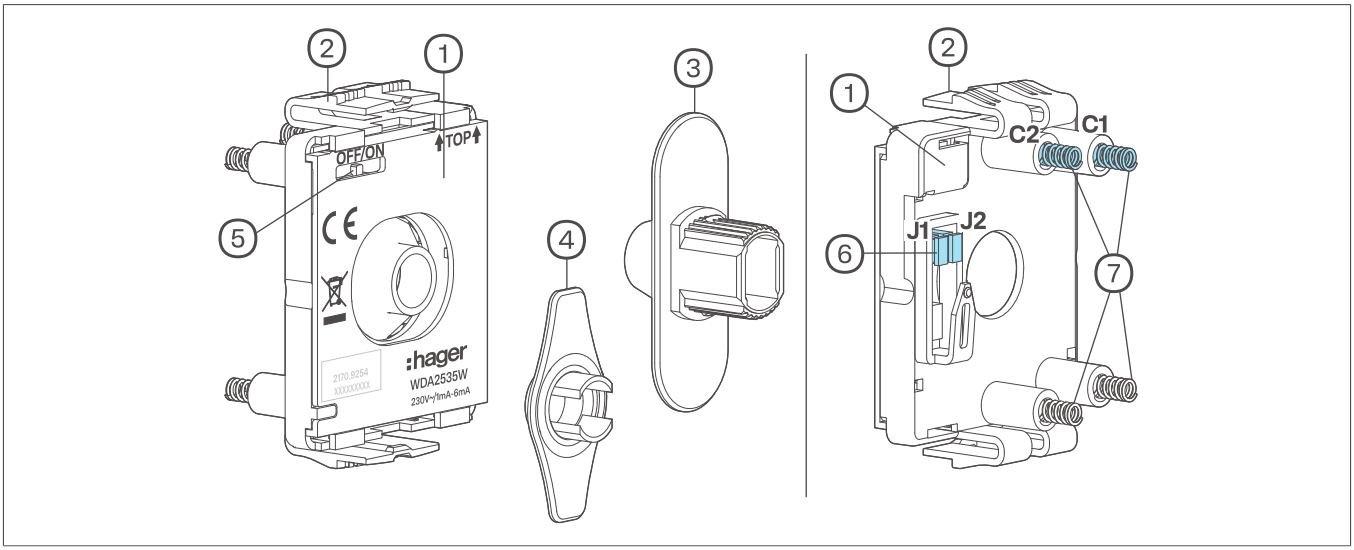

Fig. 1: LED-modul
- Fäst alltid byglarna vertikalt enligt bilden (Fig. 1). Montera täckplattan (9) först och sedan ljusledaren (3).